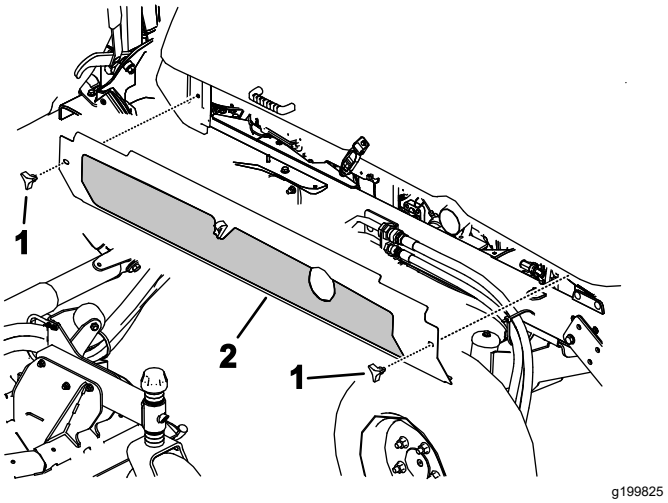

**Figuur 113**
4. Zet de knoppen los en verwijder de beide zijschermen (Figuur 113).
5. Monteer de zijschermen (Figuur 113).